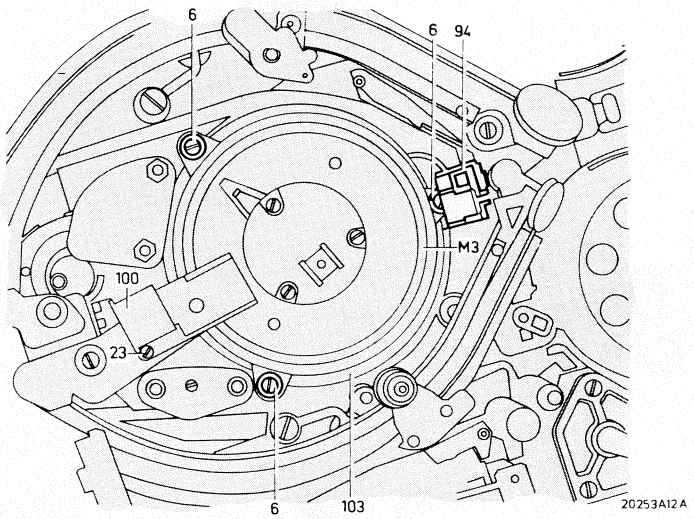

Fig. 2.14
- Schraube 23 (Abb. 2.14) lösen und Positiondetektor 100 entfernen.